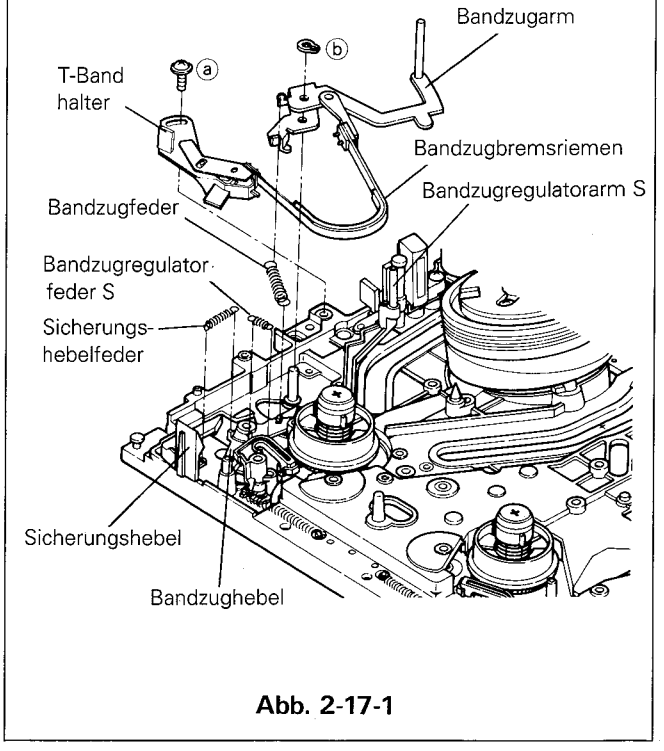

Abb. 2-17-1
2-17-1 Ausbau (siehe Abb. 2-17-1~2-17-4)
D. Den Bandzugarm und den Bandzugregulatorarm mit einem Gummiband sichern und von der Umlenkrolle auf der Anlaufseite entfernen. (Siehe Abb.2-17-1)
F. Die Kapstanbremsfeder an der Kapstanbremse und am Laderadarm befestigen. (Siehe Abb. 2-17-1)